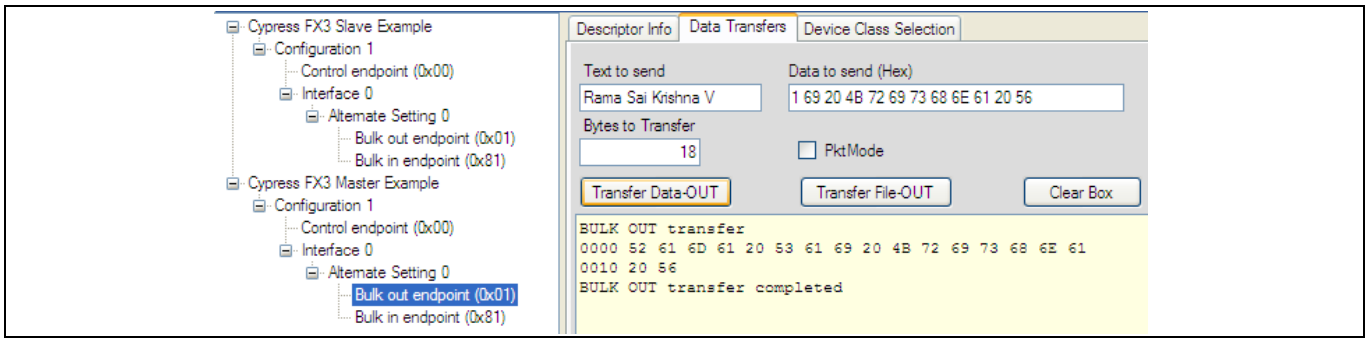
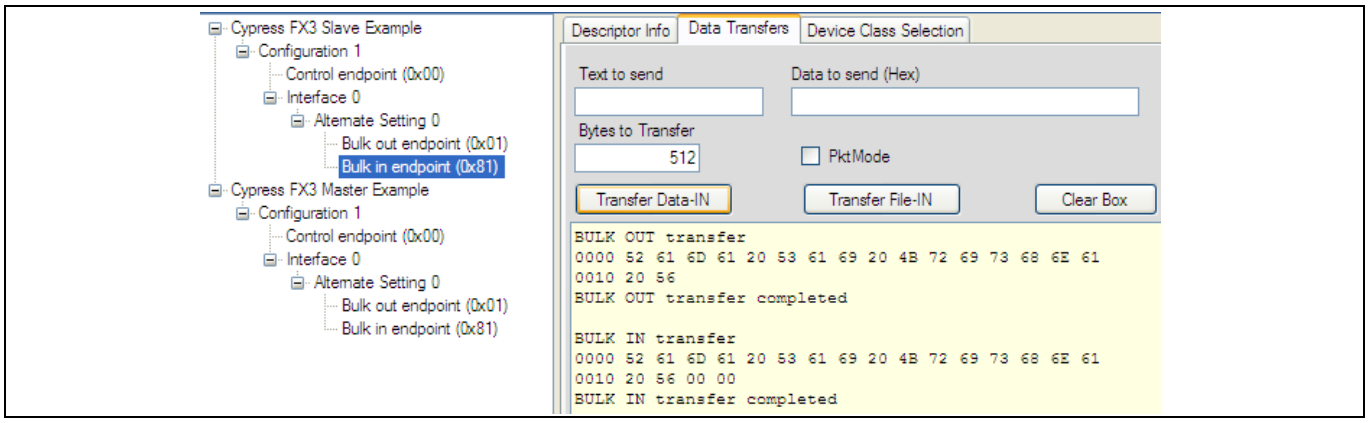

Figure 31　传输一个短数据包到主设备 FX3 的 Bulk OUT 端点
Figure 32　读取来自从设备 FX3 的 Bulk IN 端点上的短数据包
6. 您也可以将某些短数据包从一端传输到另一端。**Figure 31** 显示的是将 18 个字节传输到主设备 FX3 的 Bulk OUT 端点。**Figure 32** 显示的是读取从设备 FX3 的 Bulk IN 端点上的数据。由于是 32 位数据总线进行传输，所以您可在该图中观察到两个额外的 0 字节。